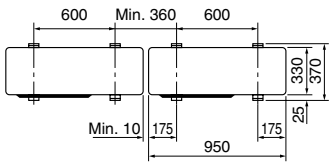

Fig. 3-1
- Zorg ervoor dat de eenheid op een stevig, waterpas oppervlak wordt geïnstalleerd om geratel tijdens het gebruik te voorkomen. (Fig. 3-1)